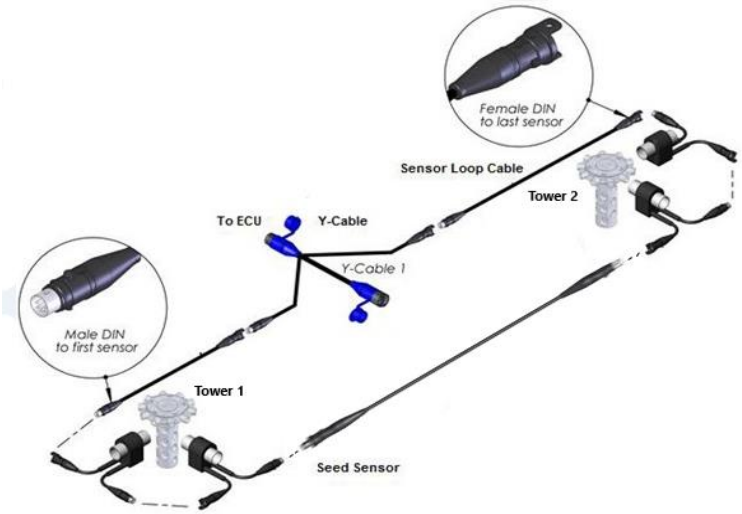

Figure 2.91
11. It is now time to connect the sensors and loop cables. Figure 2.91 depicts a simple 2 tower setup. Starting with tower 1, on the left-hand side of the implement (standing behind facing the implement), connect the male connector coming off the Y-cable to the female connector on the first seed sensor as in Fig 2.91. Continue connecting all sensors to each other on tower 1, leaving the last male connector hanging from the last sensor.
12. Fig 2.91 uses a loop extension (9astx02, 9astx04, 9astx10 or 9astx20) between the last sensor on tower 1 and the first sensor on tower 2. Connect the female end of the loop extension to the hanging male connector of the last sensor on tower/manifold 1. **Some air seeders may not need to use loop extensions if the seed sensors are close enough together that they can connect to each other without extensions.**